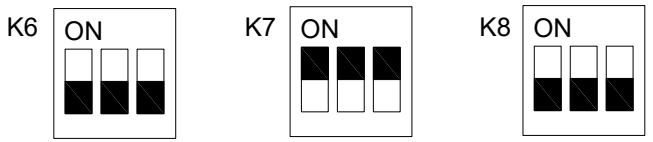
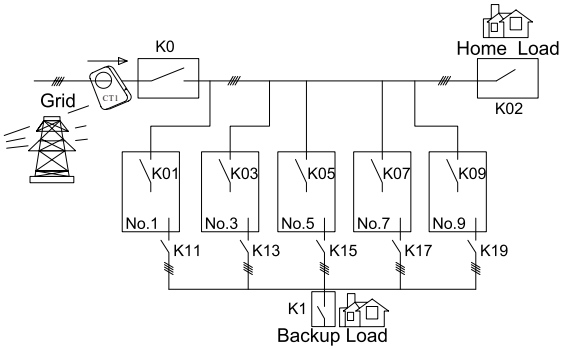

Figure 4.1 Schematic Diagram of DIP Terminal Set to ON
Figure 4.4 Connection Diagram of Five Inverters
In standalone operation mode, the K7 DIP switch on the external interface board inside the device should be set to ON (open), as shown in Figure 4.1. Meanwhile, the K6 and K8 DIP switches should remain in the OFF (closed) position.
In parallel mode, set the K6, K7, and K8 DIP switches on the external interface board of the first and last units as shown in Figure 4.1: K7 to ON, K6 and K8 to OFF. For example, in a five-unit grid-tied parallel system (Figure 4.4), set K7 ON for units 1# and 9#, but not for unit 3#,5#,7#.
Figure 4.4 below shows the connection diagram of five inverters (No. 1, 3, 5, 7, 9). K0 is the main circuit breaker of the power grid. K11, K13, K15, K17, K19 are load circuit breakers, K1 is the load circuit breaker. K02 is a home load circuit breaker. Each inverter has its own power grid circuit breaker respectively K01, K03, K05, K07, K09.
a) Check whether the cable connection is correct as shown in Figure 4.4 (for BMS connection, CT or ammeter connection, battery connection, and ground cable connection, refer to the previous chapter.) Check whether the positive and negative batteries are consistent.